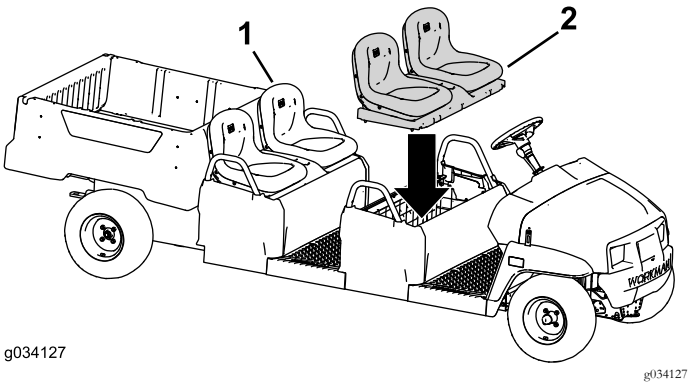

Figur 52
2. Montera det ursprungliga sätet på den bakre sätesraden (Figur 52).
3. Montera sätet på den främre sätesraden (Figur 52).